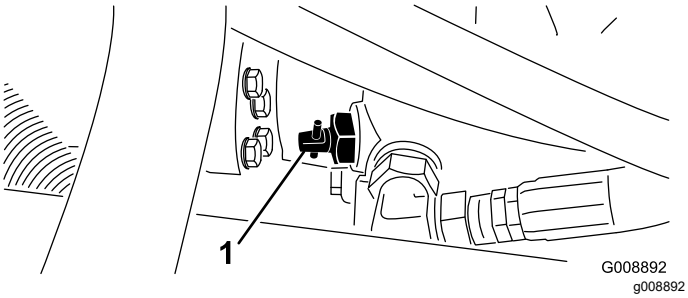

**Figure 44**
1. Trouvez la vanne de dérivation sur la pompe (Figure 44) et tournez-la de 90°.